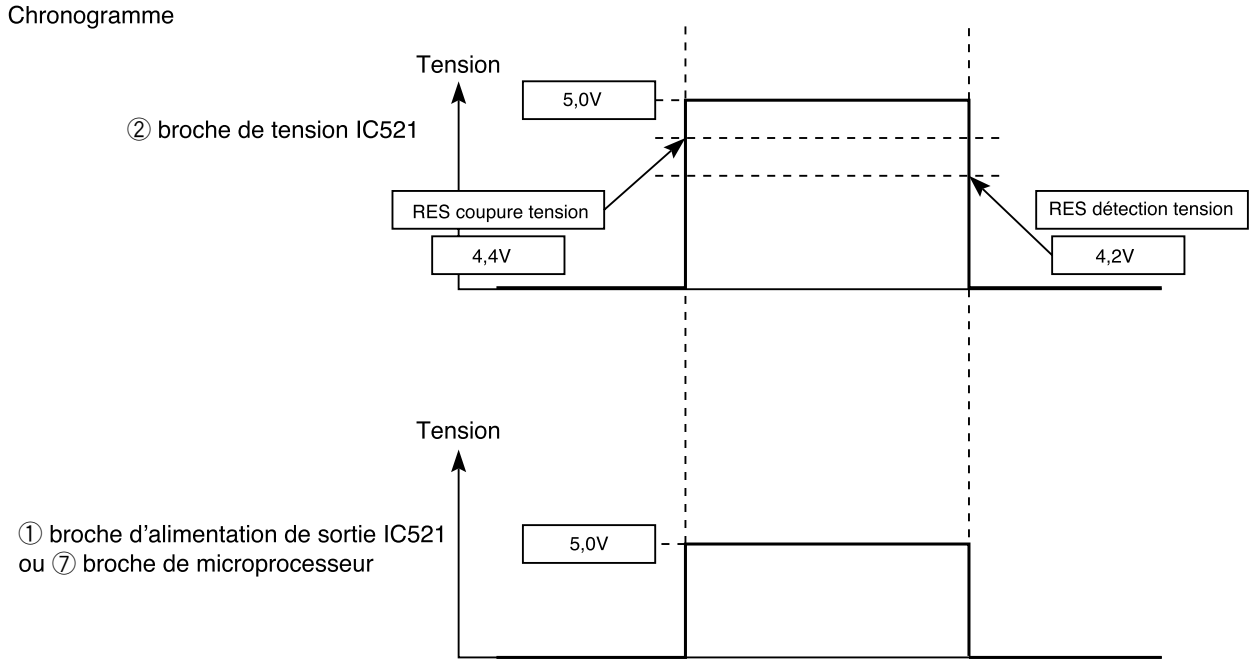

Fig. 1-2
- Le microprocesseur fonctionne quand ⑦ broche du microprocesseur de l'unité intérieure (entrée de reset) sont sur "Lo" pour remettre à zéro et sur "Hi" pour contact.
- La forme d'onde de chaque partie quand on passe l'alimentation sur ON et quand on la coupe est montrée dans la Figure 1-2.
- Après avoir mis l'alimentation sur ON, ① broche de tension IC521 et ⑦ broche du microprocesseur passent sur Hi quand la tension de la ligne 5 V CC monte et atteint environ 4,4 V ou plus.